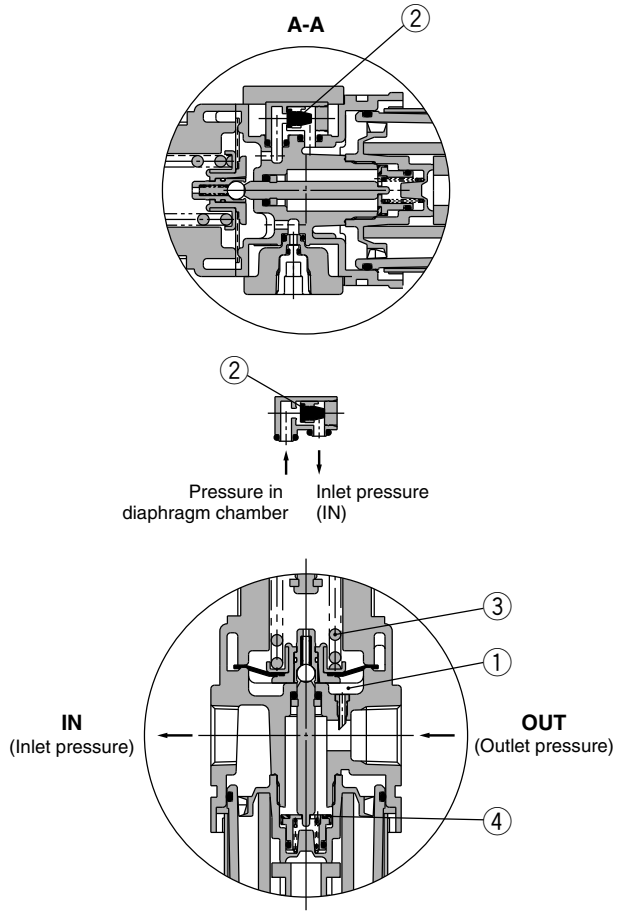

Figure 2 Backflow
When the inlet pressure is shut off and exhausted, any inlet pressure applied to valve ① will be lost. The force for seating valve ① is the valve spring ② force only. When the valve ① is opened using the outlet force, the outlet pressure will be exhausted at the inlet side. (Figure 2)
When the inlet pressure is shut off and released, check valve ② opens and the pressure in the diaphragm chamber ① is released into the inlet side (Figure 2).
This lowers the pressure in diaphragm chamber ① and the force generated by pressure regulator spring ③ lifts the diaphragm. Valve ④ opens through the stem, and the outlet pressure is released to the inlet side (Figure 2).